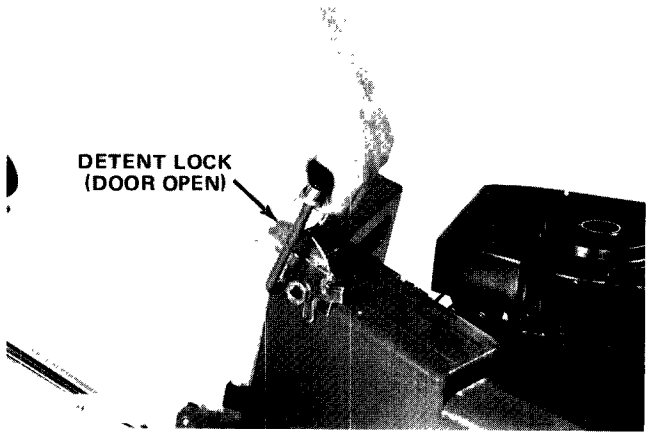

Figure 11
2. Squeeze lockout lever until it disengages the latch; then move rear door handle rearward into detent lock (Fig. 11). Door is now open fully.
3. Lift up on lock-out lever and move rear door handle fully forward until door closes. (Fig. 11).